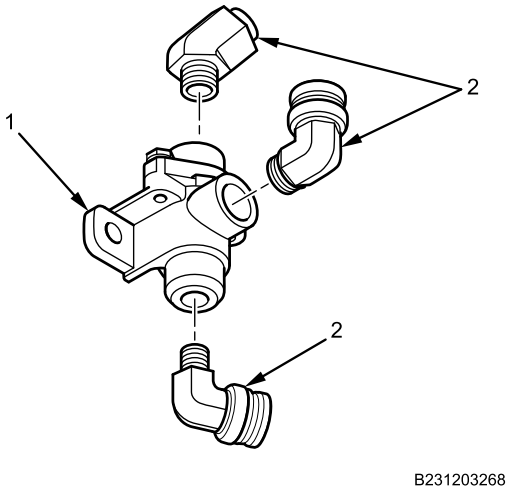

Figure 3. Air Brake Double Check Valve.
2. Install three fittings (Figure 3, Item 2) on double check valve (Figure 3, Item 1) and tighten securely.